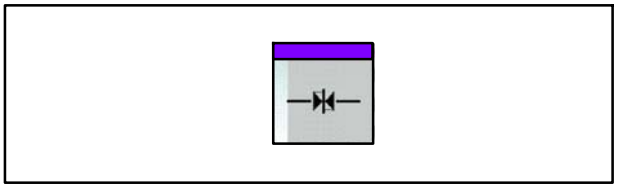

Fig. 200 Touche Fermer les genouillères
20. Appuyer sur la touche gauche Fermer les genouillères (Fig. 200) > le mécanisme à genouillère s'abaisse sans pression et effectue un préverrouillage des arbres à friction
25. Appuyer simultanément sur les deux touches Fermer les genouillères (Fig. 200) (commande bimanuelle) pour verrouiller définitivement les arbres à friction